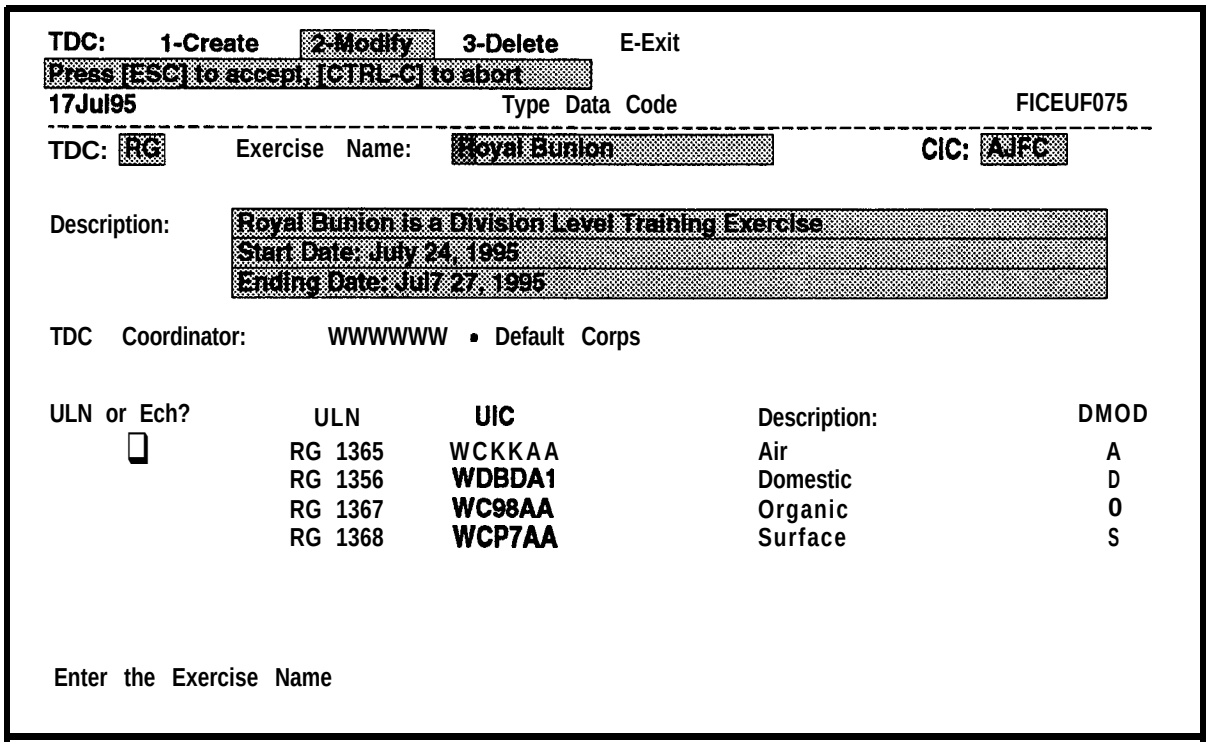

Figure 5-7. Type Data Code Screen with ULN Data
c. Enter the **TDC** you want to modify and press **RETURN. The** data for that TDC will be displayed as shown in Figure 5-7.